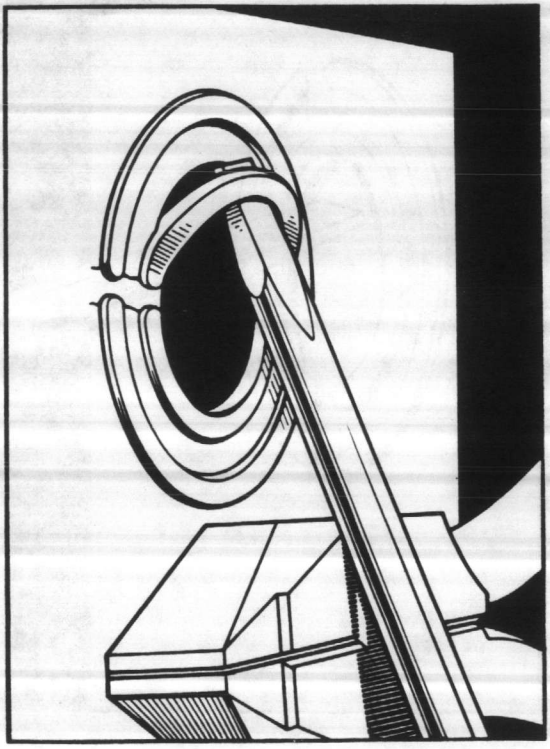
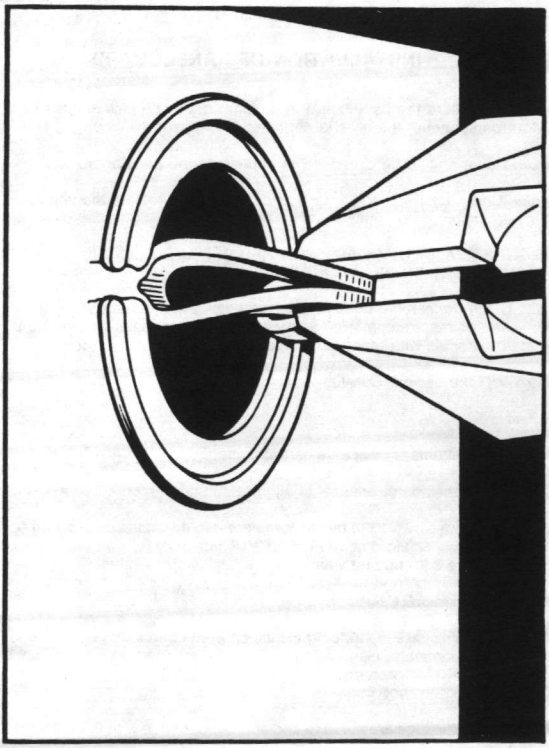

Figure 3-2
Figure 3-3
b. Pry first ring OUTWARD with screwdriver midway between ties, using pliers flat against box under screwdriver (Figure 3-2). Bend ring sections OUTWARD with pliers, then back and forth to break ties (Figure 3-3).